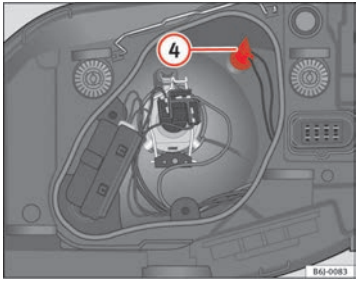

Fig. 142 Luz de población
– Extraiga el portalámparas (4) ⇒ fig. 142 hacia fuera.